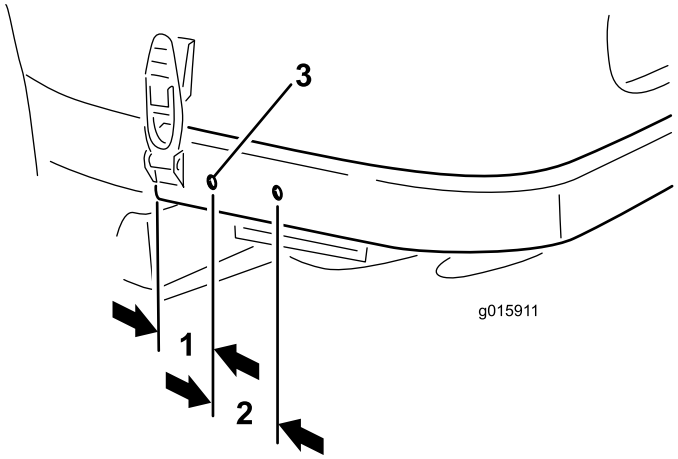

Figur 10
2. Du skal vha. de angivne mål i Figur 10 positionere, markere og bore (2) huller på 9 mm i diameter i hver side af bagrammen. Centrer hullerne oppe og nede på rammen.